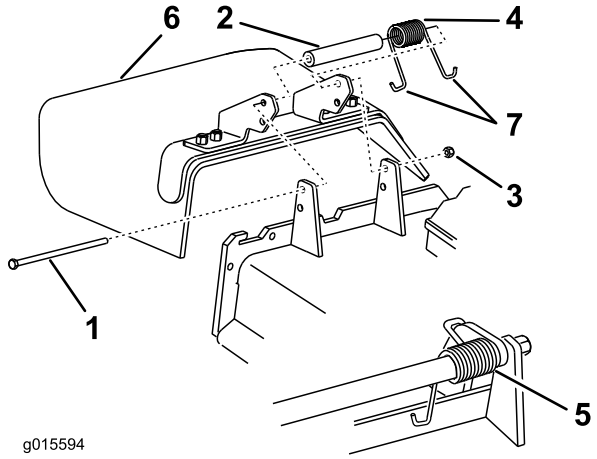

Figuur 97
1. Verwijder de borgmoer, bout, veer en afstandsstuk waarmee de bevestigingen van de grasgeleider vastzitten op de draaibeugels (Figuur 97). Verwijder een beschadigde of versleten grasgeleider.
Opmerking: Zorg ervoor dat één **J**-vormige einde van de veer is gemonteerd achter de rand van het maaidek voordat u de bout plaatst zoals wordt aangegeven in Figuur 97.
3. Monteer de bout en de moer. Plaats één **J**-vormig haakeind van de veer om de grasgeleider (Figuur 97).